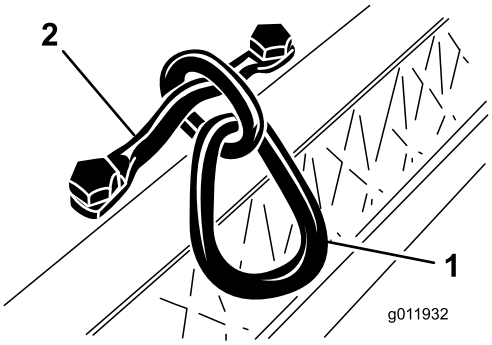

Figur 5
Monter kædeleddet øverst på klippeenheden med monteringsbeslag og (2) maskinskruer. Tilspænd maskinskruerne med et moment på 34-40 Nm (Figur 5).